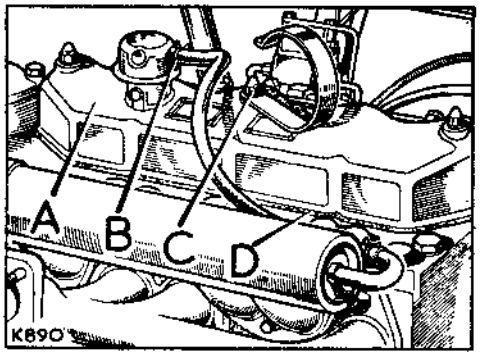

**Fig. A2-76. Engine top cover**
14. Refit the engine top cover, Fig. A2-76 refers.